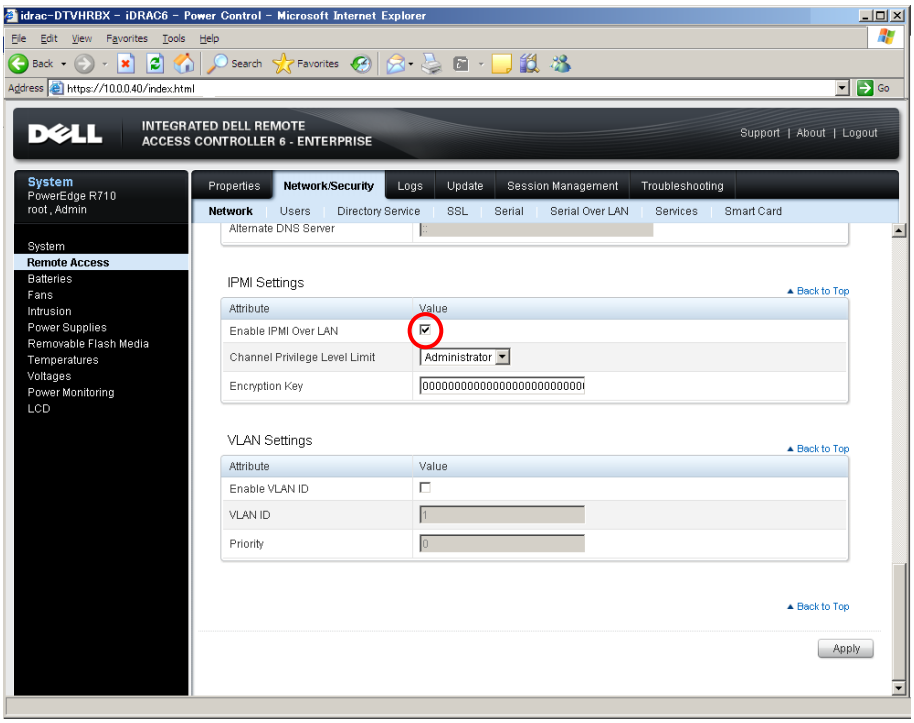

Figure B.2.5-14 Network window 1
(18) The network window is displayed as shown in Figure B.2.5-14.